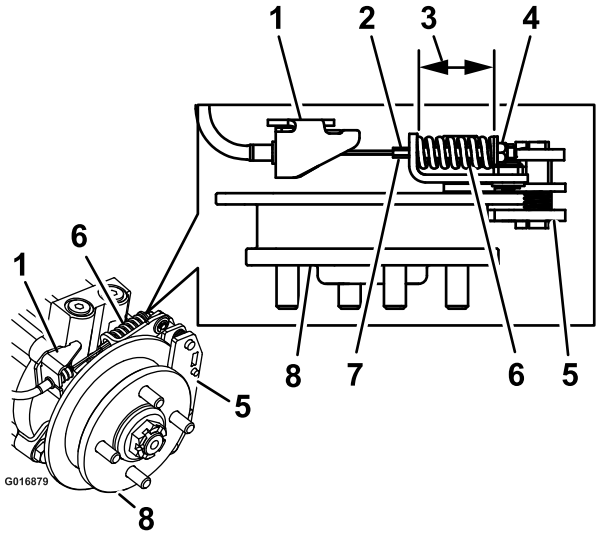

Figur 68
9. Hold den gevindskårne stangende med et stykke værktøj og juster låsemøtrikken, indtil fjederlængden er mellem 3,8 og 4,0 cm; se Figur 68. Kablet må ikke dreje, mens møtrikkerne løsnes.